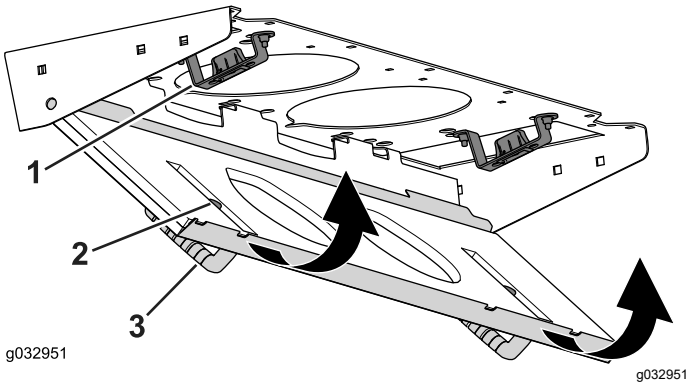

**Figuur 84**
4. Kantel het filterscherm rond de nokken totdat de vergrendeling aangrijpt in de grendelplaat (Figuur 84).